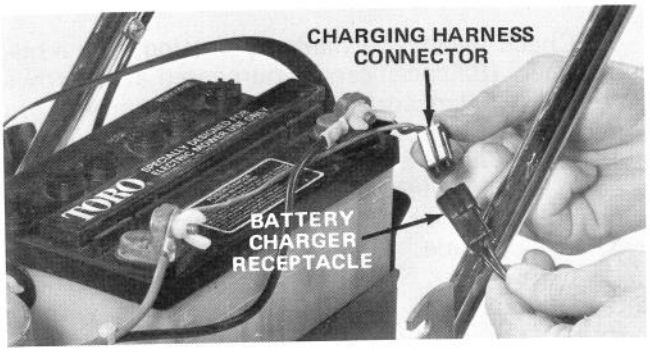

Figure 26
2. Push charging harness connector into battery charger receptacle (Fig. 26).